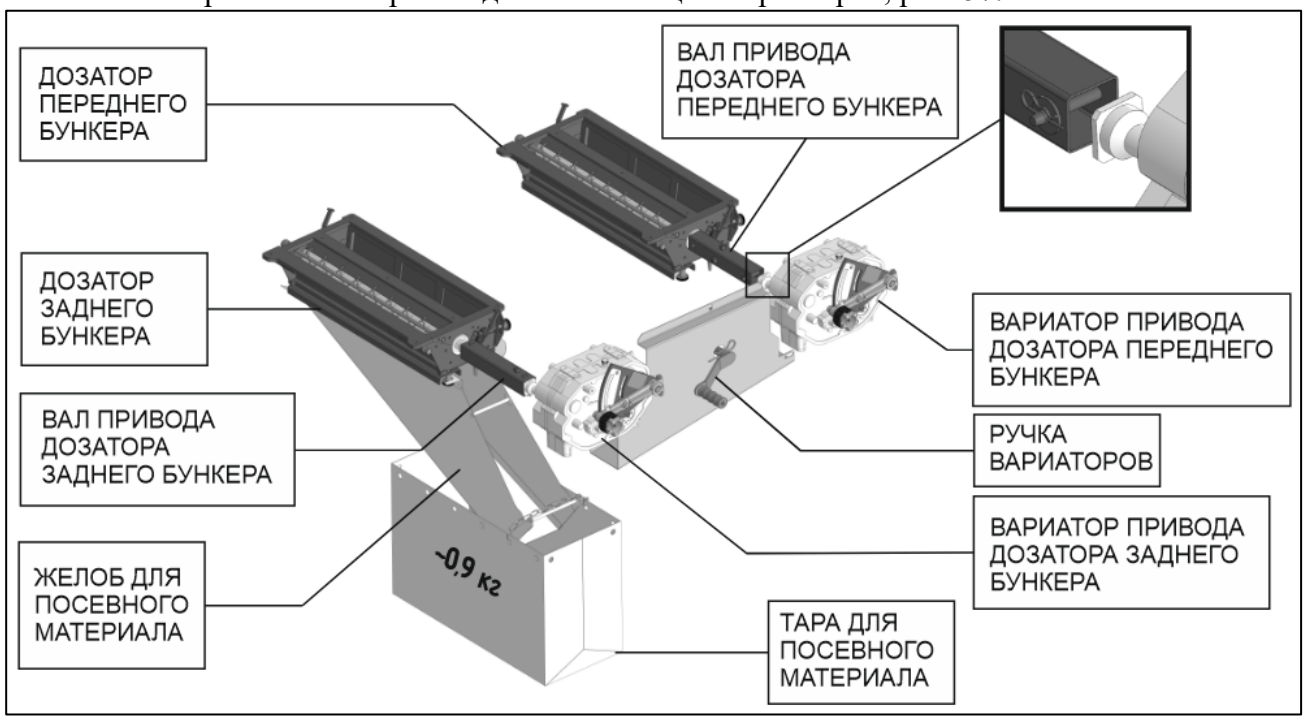

Рисунок 57 – Дозирующая система бункера с вариаторами «ORIPON», «LASERKM» (показана настройка дозатора заднего бункера)
Установка нормы высева производится с помощью вариаторов, рис. 57.
Имитация хода 100 м – 97,5 оборотов ручки вариаторов, **рис. 57**.
3. Отсоединить неиспользуемый дозатор от кинематики – снять приводной вал дозатора (**рис. 57**).